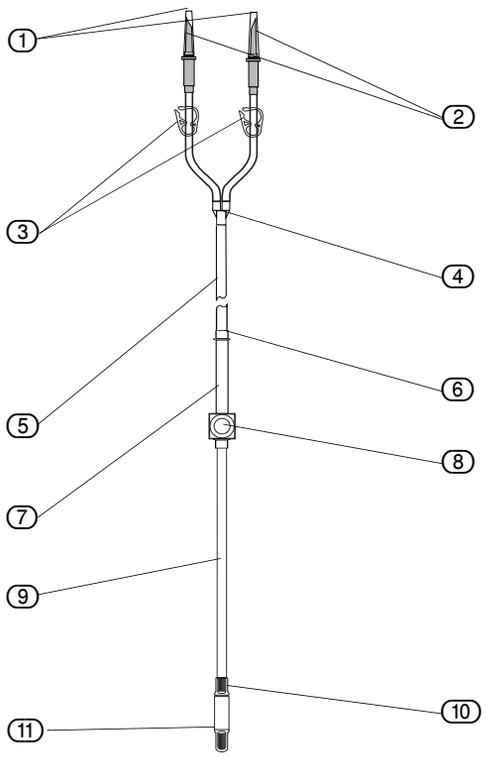
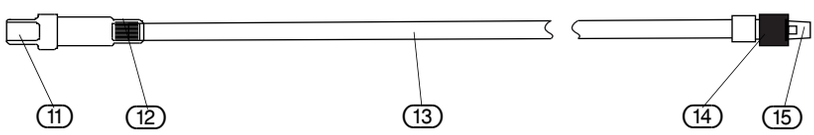

Abb. 5-9 Elemente des Tagesschlauches
Abb. 5-10 Elemente des Patientenschlauches
Der Tagesschlauch enthält die Anschlüsse zu den Spülbeuteln und zu dem Hygiene-Konnektor (Abb. 5-10 "Elemente des Patientenschlauches" siehe (12)) des Patientenschlauches.
Auf die Hygiene-Konnektor (Abb. 5-9 (10)) des Tagesschlauches ist sofort nach der OP zum Schutz vor einer Kontamination die neue, sterile, mit dem Patientenschlauch mitgelieferte Schutzkappe zu schrauben. Dieser Sterilschutz verbleibt bis zur nächsten OP am Tagesschlauch.
Der Patientenschlauch besitzt auf der einen Seite einen Anschluss zum Tagesschlauch (Hygiene-Konnektor (12)). Auf der anderen Seite dient ein Luer-Lock-Konnektor (15) für den Anschluss an ein Instrument, z.B. einen Trokar. Verbinden Sie den Hygiene-Konnektor (12) des Patientenschlauches mit dem Gegenstück des Tagesschlauches (Abb. 5-9 "Elemente des Tagesschlauches" (10)).
Zur Trennung von sterilem und unsterilem Bereich sind die folgenden Aufgaben entsprechend dem "sterilen Personal" und dem "unsterilen Personal" zuzuordnen. Die angegebenen Nummern beziehen sich auf die Abb. 5-9 "Elemente des Tagesschlauches", Abb. 5-10 "Elemente des Patientenschlauches" und Abb. 5-11 "Einlegen des Tagespatientenschlauchset".
▶ Verbinden Sie den Hygiene-Konnektor (12) des Patientenschlauches (Abb. 5-10 "Elemente des Patientenschlauches") mit dem Hygiene-Konnektor (10) des Tagesschlauches (Abb. 5-9 "Elemente des Tagesschlauches").